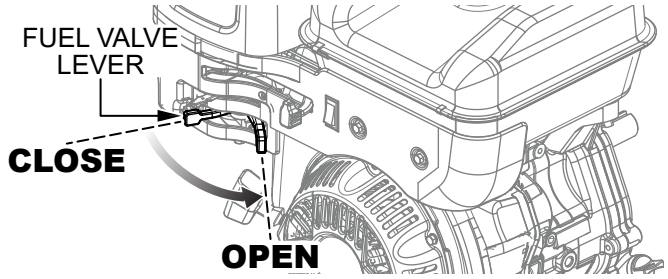

Figure 42. Fuel Valve Lever (Open)
7. Place the engine fuel valve lever (Figure 42) in the **OPEN** position.